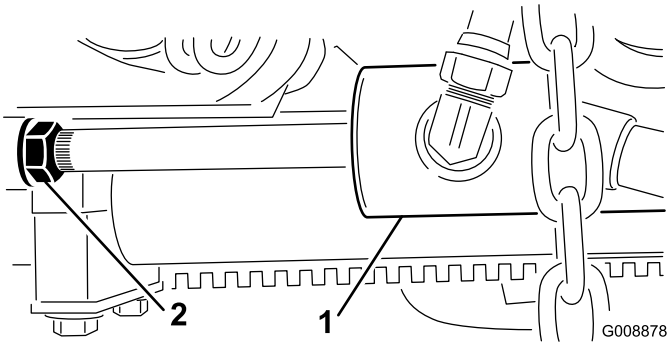

Figuur 13
B. Draai de contramoer op de cilinder los (Figuur 13).